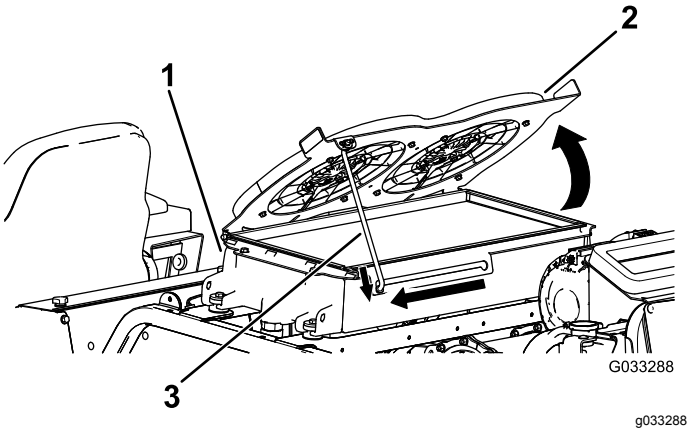

Figur 109
2. Rikta hydraulsystemets kylfläktar uppåt och fäst stöttan i skåran (Figur 109).